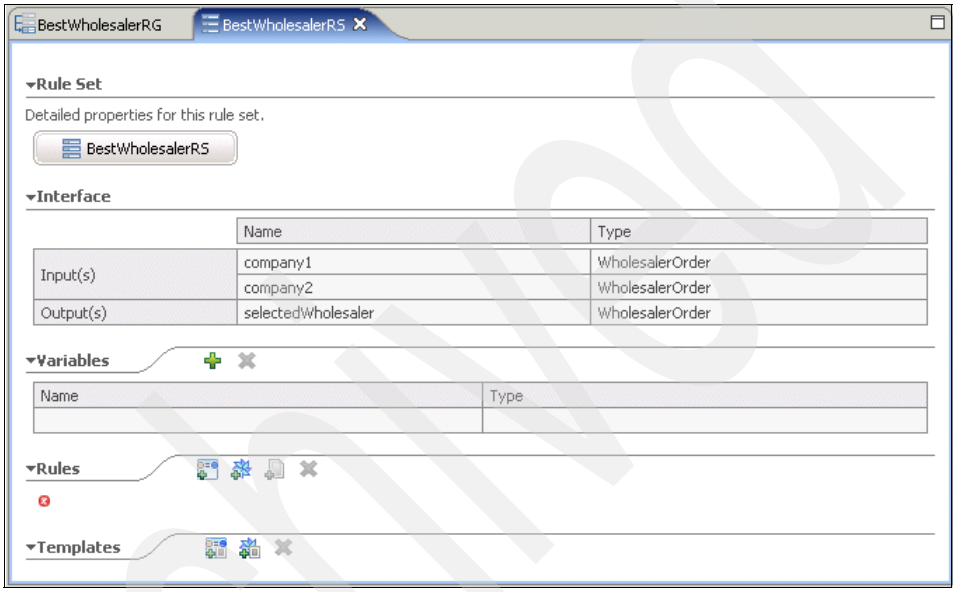

Figure 13-39 BestWholesalerRS Rule Set
6. In the BestWholesalerRS Rule Set window (Figure 13-39), complete these steps: